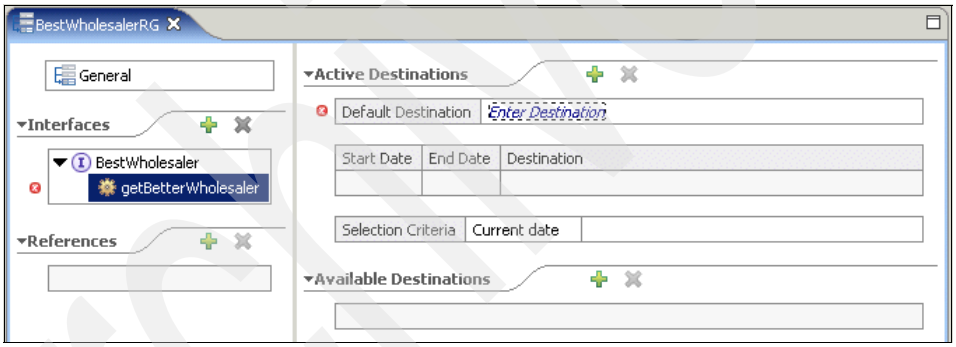

Figure 13-38 BestWholesalerRG Rule Group
4. In the BestWholesalerRG Rule Group window (Figure 13-38), complete these steps: